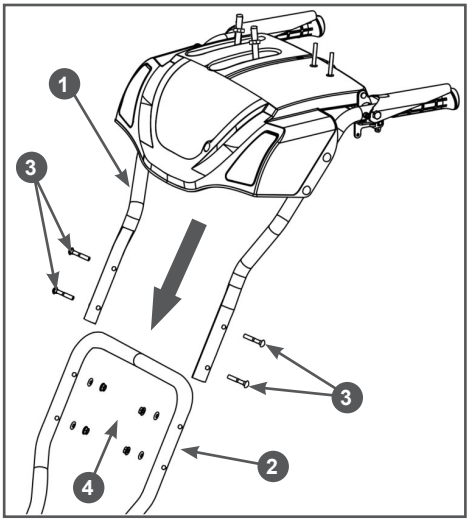

**Рис. 5 Установка рукояток**
4. Совместите отверстия в стойке 2 и рукоятках 1, вставьте в отверстия болты 3 и закрутите гайки 4 (Рис. 5).